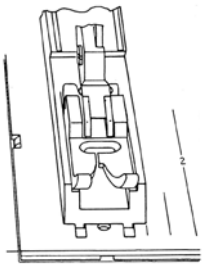

Fig. 16
- Insert the presser foot gauge (63-114 690-39/000) from behind under the zigzag foot and into the cutout of the needle plate (fig. 16).